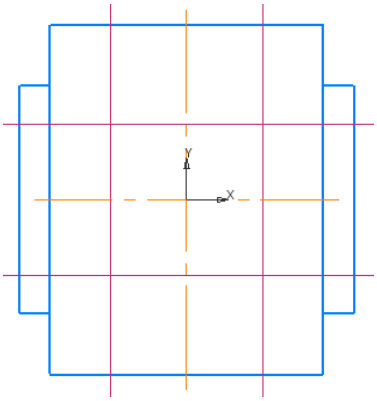

Рис. 5.6
1) Определите местоположение центров окружностей. Для этого задайте параллельные вспомогательные прямые относительно вертикальной и горизонтальной осевых линий детали на расстоянии по 10 мм по обе стороны от них (рис. 5.6).